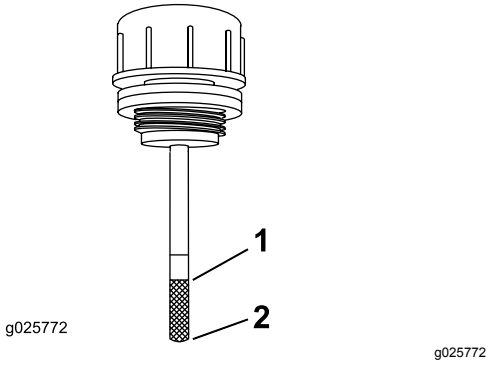

**Figure 62**
5. Nettoyez la surface autour de la jauge du réservoir du système hydraulique (Figure 62).
6. Sortez la jauge du réservoir hydraulique (Figure 62).
8. Ressortez la jauge et examinez l'extrémité (Figure 62). Si le niveau de liquide est au repère minimum, versez lentement la quantité de liquide qui convient dans le réservoir hydraulique pour faire monter le niveau jusqu'au repère maximum.